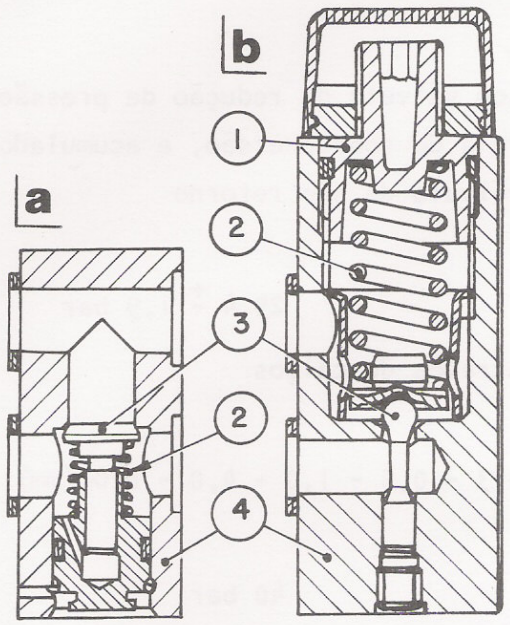

FIG. 9 SEÇÃO DE UMA VÁLVULA DE REFLUXO (**a**) E DE SEGURANÇA (**b**)
VALVULA DE SEGURANÇA (**b**, fig. 9)	Oito (8), fixadas externamente ao corpo do distribuidor.
VALVULA DE REFLUXO (**a**, fig. 9)	Três (3), fixadas extermamente ao corpo do distribuidor.
TESTE DA VÁLVULA DE SEGURANÇA (b, fig. 9) NA BANCADA